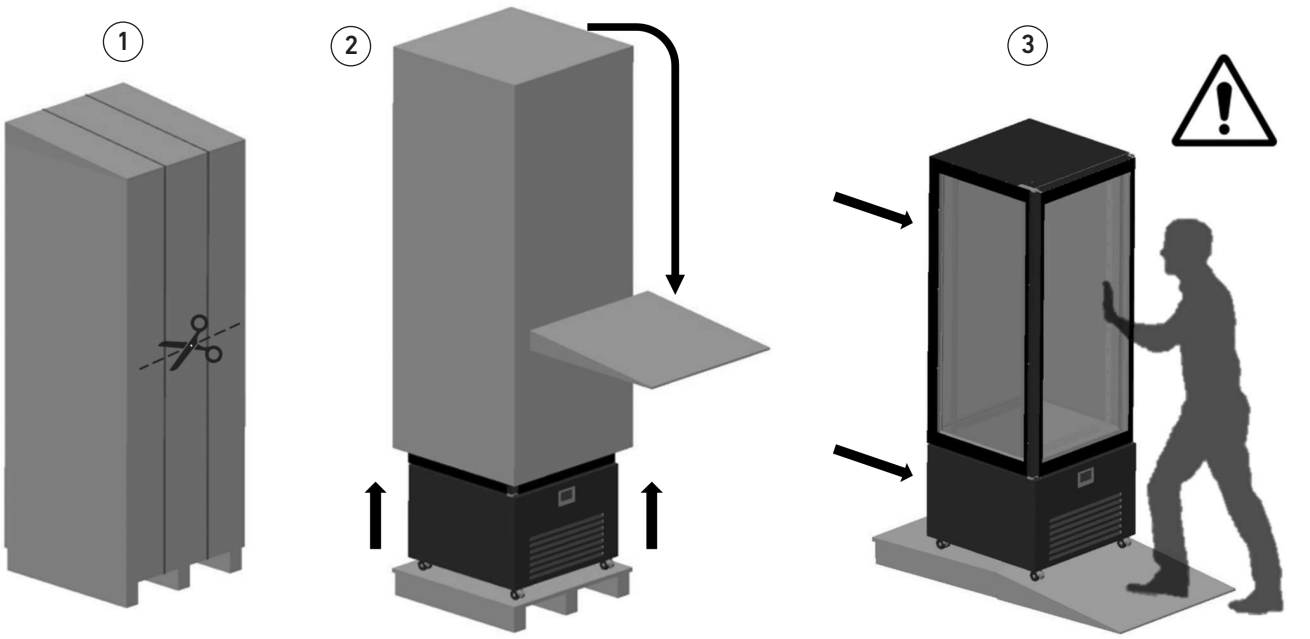

fig. 11
- Retirer l'emballage et les systèmes de retenue (sangles, câbles, bandes, etc.) (fig. 11, détail 1).
- Positionner la plateforme inclinée pour le déchargement de l'équipement sur le sol en appui sur la plateforme (fig. 11 détail 2).
- Descendre l'équipement en l'accompagnant très lentement le long de la plateforme afin d'assurer un bon équilibre (fig. 11 détail 3). Nous recommandons que cette opération soit effectuée par deux personnes.